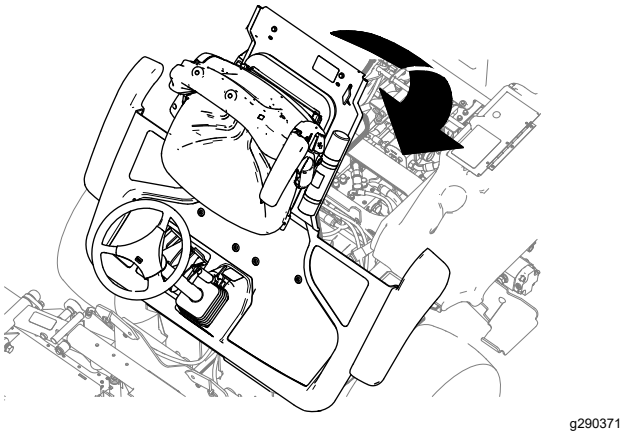

Figur 44
1. Senk plattformen forsiktig (Figur 44).